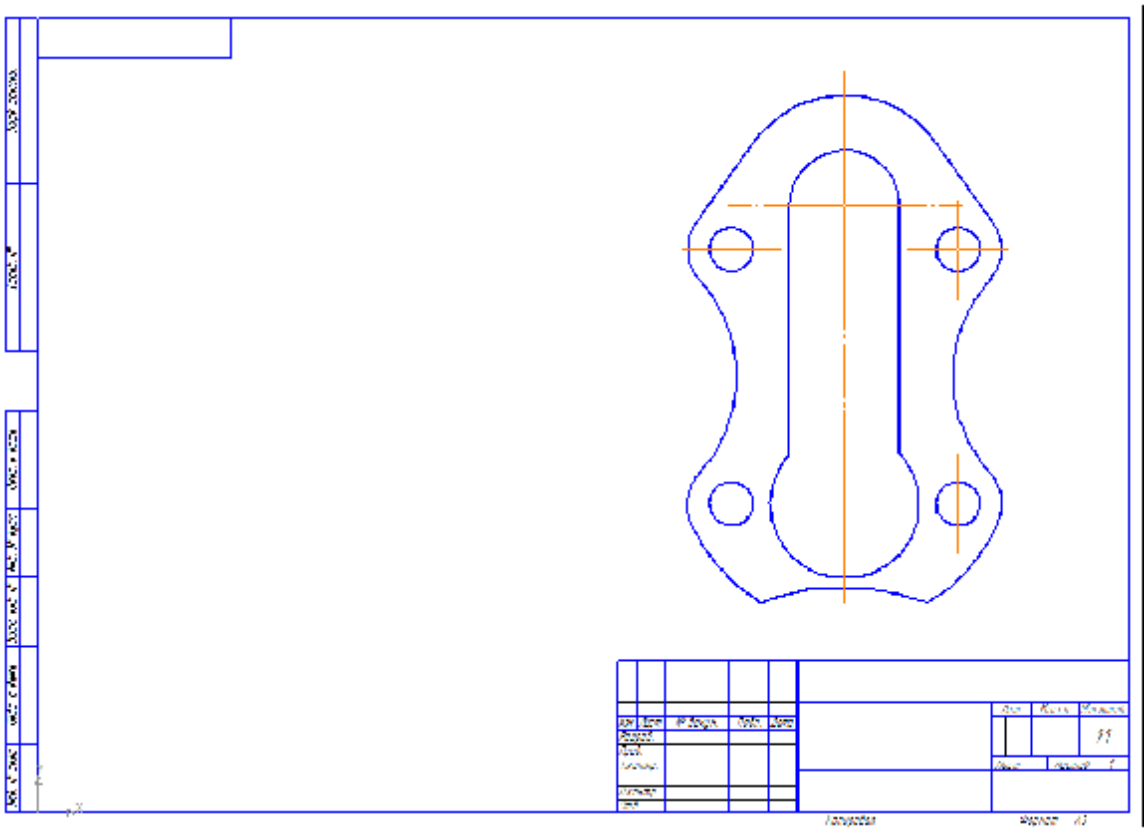

Рисунок 4.17– Деталь прокладка.
28) Будуємо вертикальну осьову лінію для прокладки. Для цього застосовуємо команду *Відрізок*. На панелі параметрів побудови відрізку обираємо *Стиль* лінії *Осьова*. Подовжуємо осьову лінію на 3-5 мм за межі прокладки (рис. 4.17).